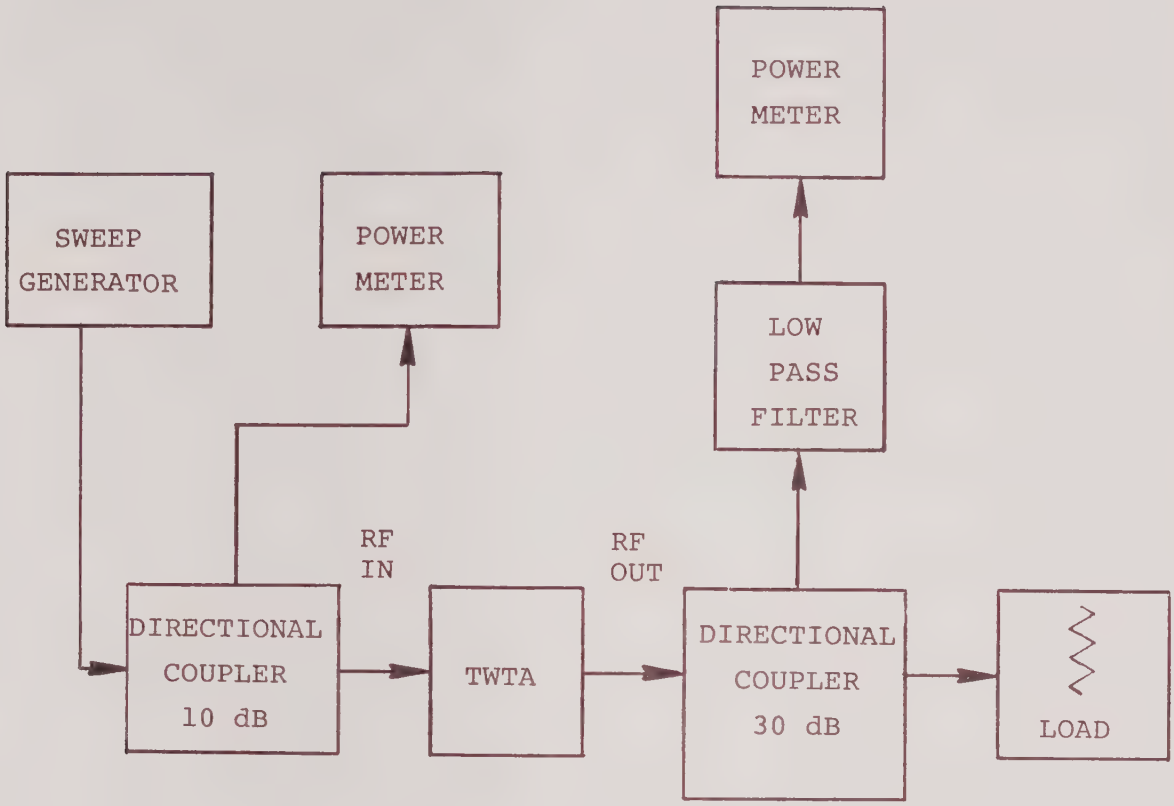

FIGURE 6-1
1. Set up a microwave measurement circuit, such as the one shown in Figure 6-1.